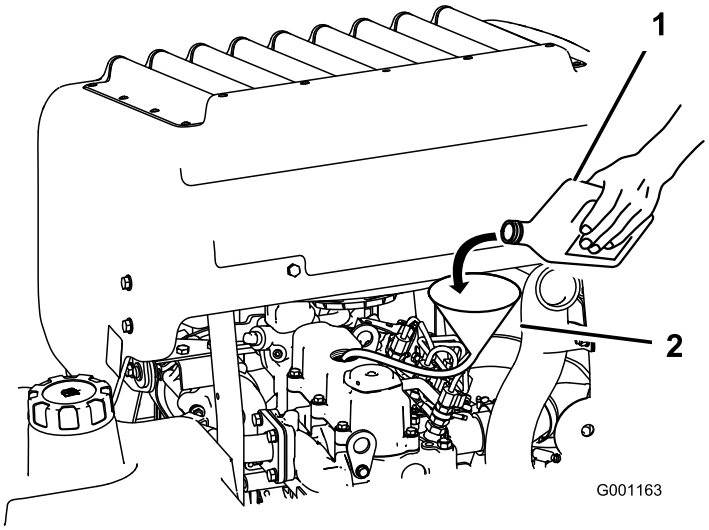

Figura 37
3. Para añadir aceite al motor, localice y utilice un tubo y un embudo para añadir el aceite (Figura 37).